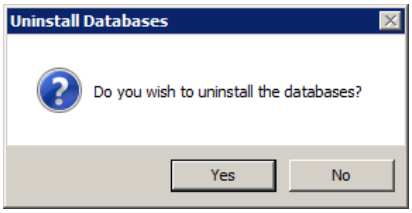

Figure 2-34 Uninstall Databases
5. A dialog box will open to confirm the removal of the AEDT Databases. Click *Yes* to uninstall (Figure 2-34).